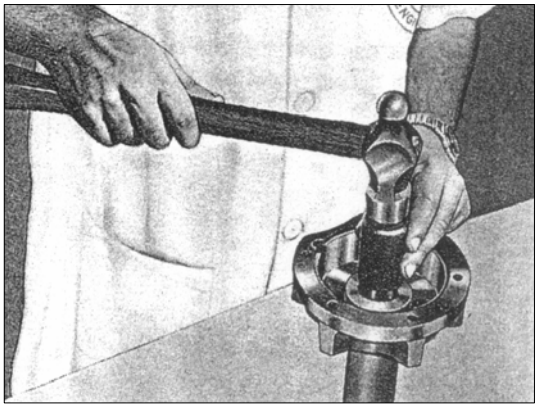

РИС. 251
29) Установите новую манжету в крышку ведущего вала спец. инструментом №2505 5890 7901 (см рис.251).